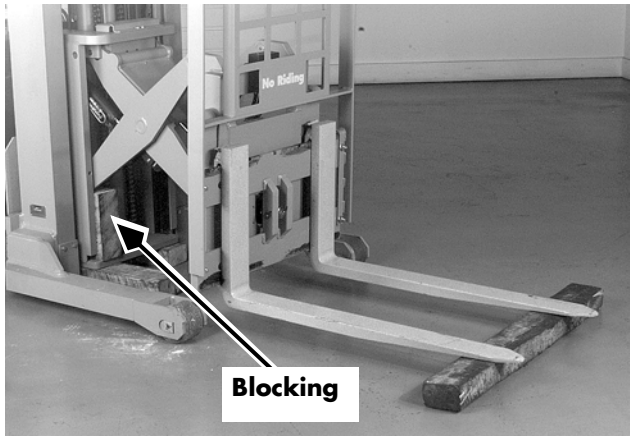

Figure 7-262: Blocking Reach Mechanism
2. Place a block on each side of the carriage between the scissor's lower back bearings and the carriage's bottom support plate. See Figure 7-262.